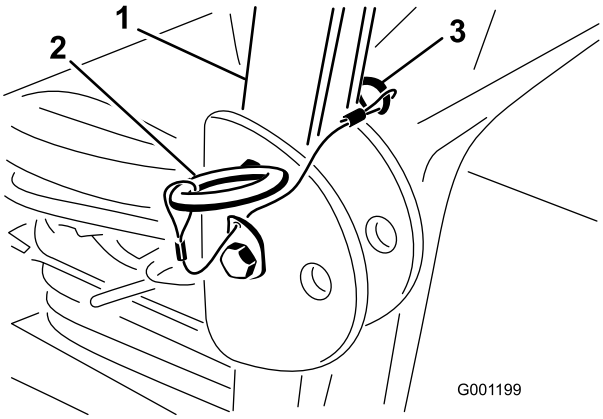

**Figur 30**
1. Ta bort hårnålssprintarna och de två tapparna för att sänka ned störtbågen (Figur 30).
3. Sätt tillbaka de två tapparna och säkra dem med hårnålssprintarna (Figur 30).
4. Fäll upp störtbågen genom att lossa hårnålssprintarna och ta bort de två tapparna (Figur 30).
5. Fäll upp störtbågen till upprätt läge, sätt i de två tapparna och spärra dem med hårnålssprintarna (Figur 30).